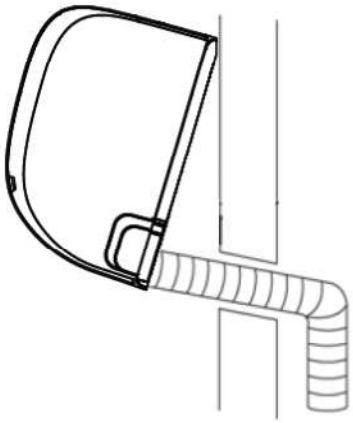

fig. 12 -
N.B. : Pour faciliter l'opération de fixation de l'unité sur la plaque, maintenez la partie inférieure de l'unité surélevée, puis abaissez-la dans une position perpendiculaire en accompagnant la gaine ("fig. 12 -"). Dans tous les cas, l'installateur doit se fier à son expérience pour effectuer toutes les opérations en fonction de besoins spécifiques